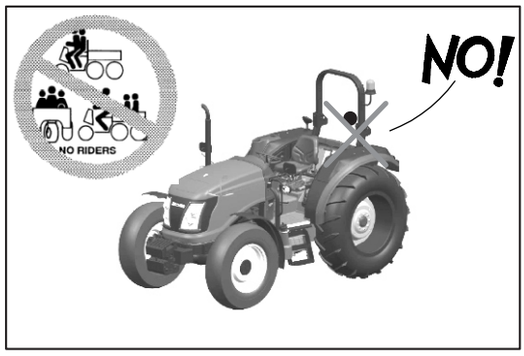

Fig. 2.27
***ADVERTÊNCIA**: O trator é uma máquina de uma pessoa. NÃO permitir que outros (caronas) no trator ou implemento (Fig. 2.27). Em alguns países, um assento de passageiro deve estar equipado para transportar passageiros. Nunca permita que alguém dirija os acessórios ou outros equipamentos, incluindo trailers, exceto em certos equipamentos de colheita, especialmente concebidos para os pilotos durante a operação de colheita (não apenas durante o transporte). Tais equipamentos devem ter provisão para uma transitar numa área segura. Nunca permitir crianças em um trator.*